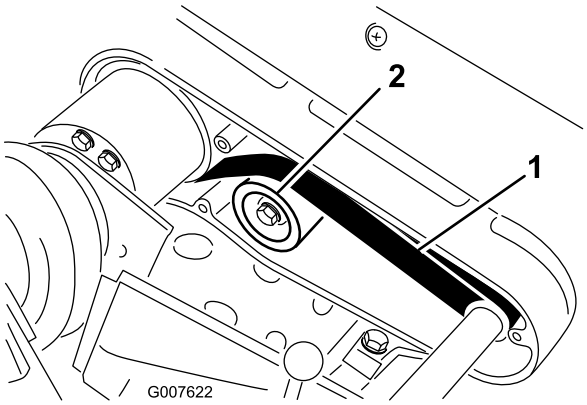

**Rysunek 38**
2. Sprawdź napięcie, wywierając nacisk na pasek w połowie rozpiętości między kołami (Rysunek 38) o sile w zakresie od 22 do 26 N.
A. Poluzuj nakrętkę mocującą koło pasowe luźne i obróć je w kierunku zgodnym z kierunkiem ruchu wskazówek zegara w stronę tylnej części paska aż do uzyskania wymaganego napięcia paska (Rysunek 38).